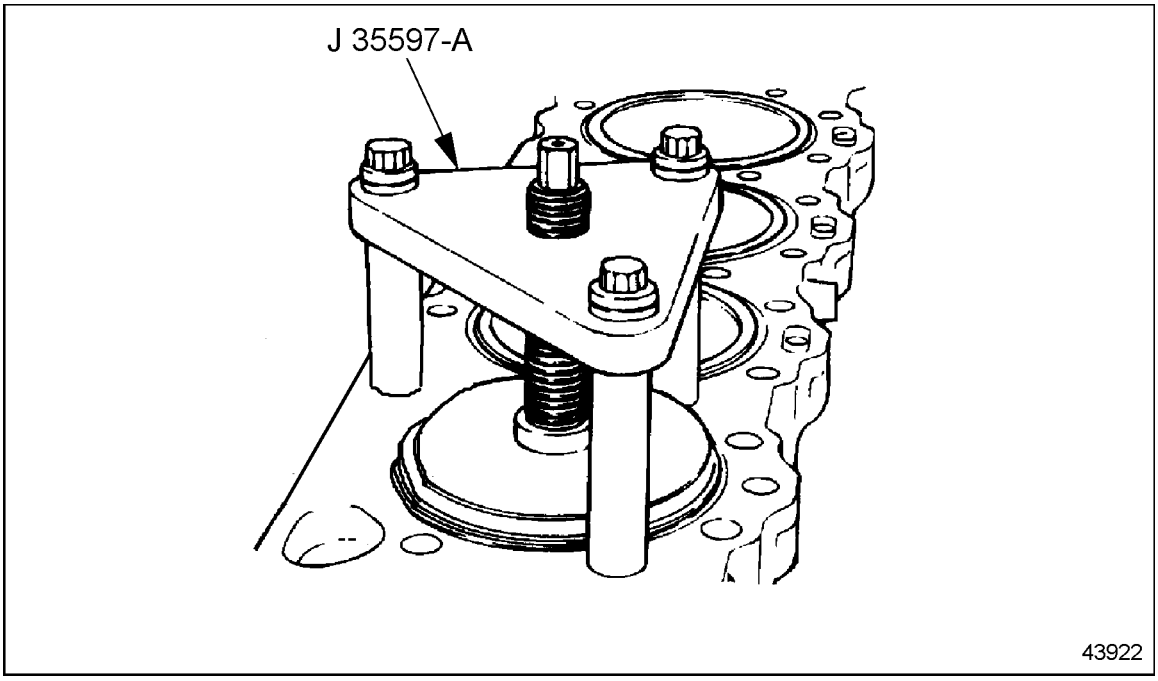

Figure 1-310 Cylinder Liner Installation Tools
22. Install J 35597-A , over the kit to be installed. See Figure 1-310.